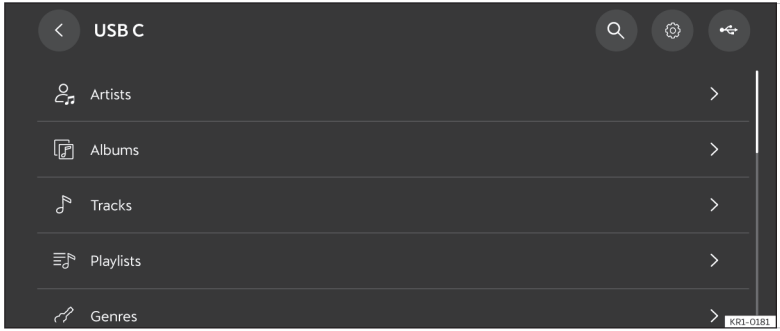

Fig. 159 Schematic representation: Media view
- Press **Menu** > **USB** ››› **Fig. 159**.